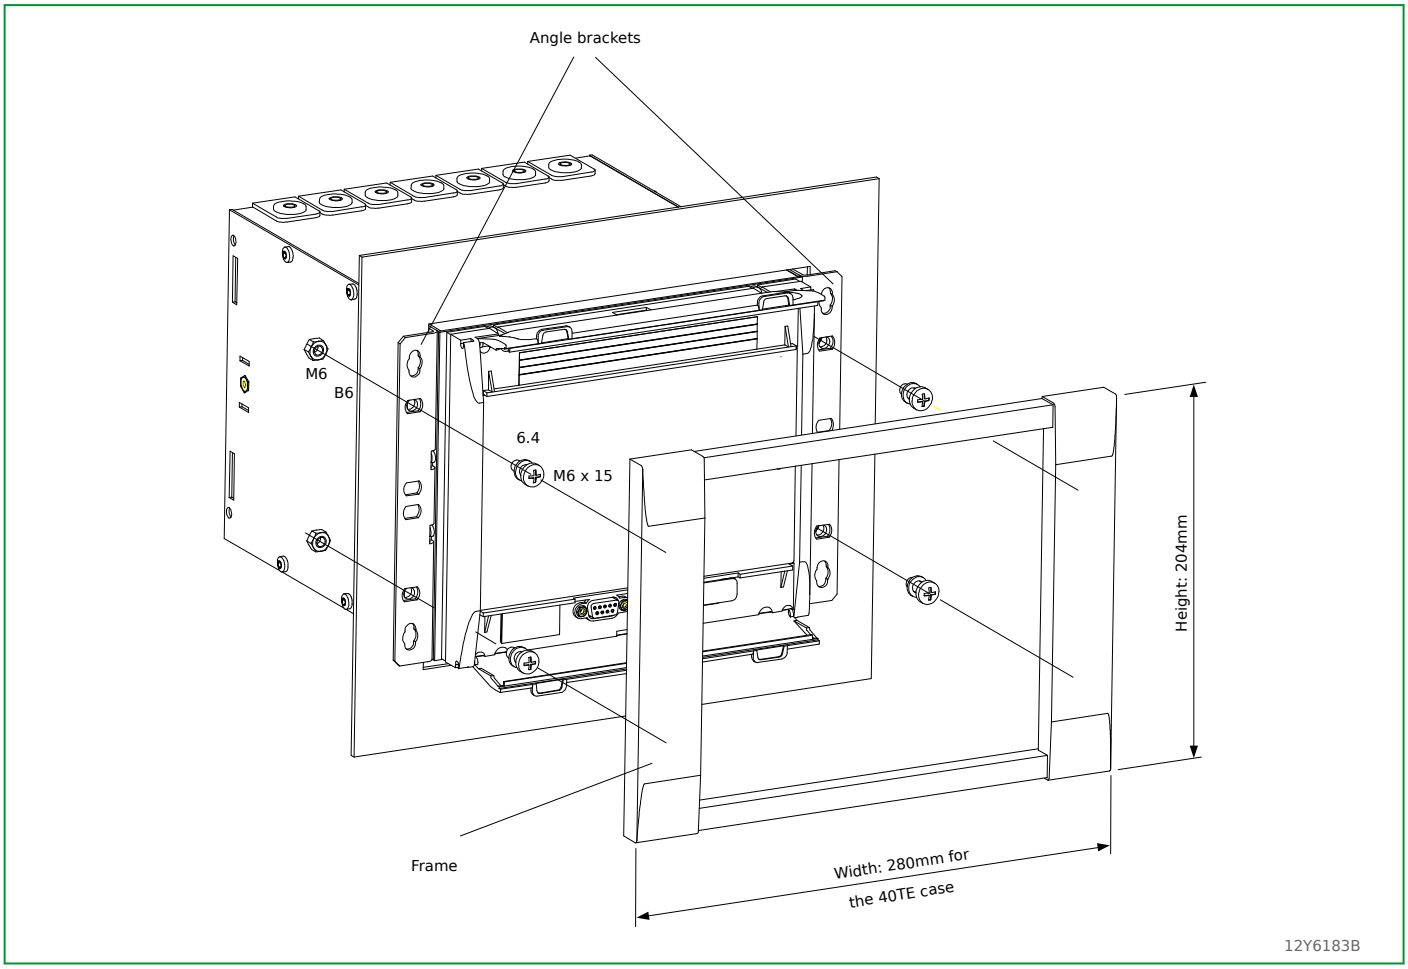

Fig. 5-5: Installation of a case into a control panel, flush-mount method 2 (with angle brackets and frame). Example for a device in a 40 TE case.
- The equipment provides increased mechanical robustness if either the surface-mounted case or for the flush-mounted case flush-mount method 2 (with angle brackets and frame, see Fig. 5-5, (p. 5-10)) is used.
3. Secure the device to the control panel by using the enclosed M6 screws (see Fig. 5-5, (p. 5-10)).